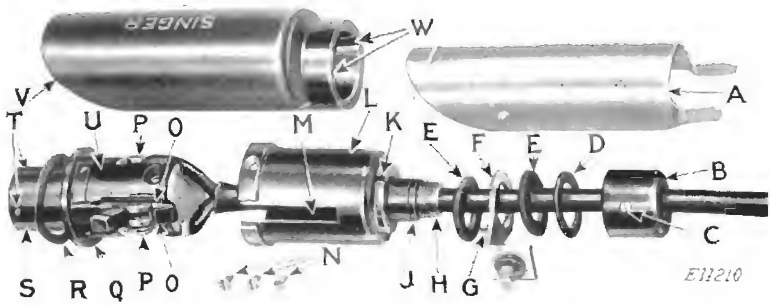

Fig. 21. Showing Screw Connections of Singerlight (Machine 201-3)
the reflector (A, Fig. 21) from the Singerlight shade (V). Turn the shade until the pins (T) on the Singerlight lamp socket (S) reach the slots (W) on the inside of Singerlight shade base, and draw the shade from the lamp socket. Loosen screw (C) in Singerlight nipple cap (B), and unscrew the nipple cap. Draw the nipple cap (B) along the leads and away from the Singerlight shell (L) as shown in Fig. 21. Remove the three screws (N) which fasten the shell (L) to the lamp socket body (U), and draw the shell (L), fibre washer (D), Singerlight bracket (F) and the two felt washers (E) along the leads and away from the lamp socket body (U) as shown in Fig. 21.
Note that the spreader, shown in Fig. 21 at the base of Singerlight body (U), is provided with four notches—two round bottomed notches and two V-notches. The two round bottomed notches are for the Singerlight leads, while the two V-notches are for the two positioning ribs on the inside of shell (L). One side of this spreader—the side which is placed against the lamp socket body (U) as shown in Fig. 21—is marked by a line which connects the two leads notches. When replacing this spreader, be sure to place the leads in the round bottomed notches and have the marked side of the spreader against the lamp socket body (U) as shown in Fig. 21.
When reassembling, push the shell (L) tight against the flange (Q) of the lamp socket body (U) and with the slot (M) engaged by the grooves (O) in the cover plate. Insert and tighten the three screws (N). Put the felt washers, bracket and fibre washer on the screw nipple bushing (J) and against the base of the shell (L) in the following order and as indicated in Fig. 21:
Before replacing the Singerlight shade (V, Fig. 21) and reflector (A), be sure to have the spring washer (R) on the lamp socket (S), as shown in Fig. 21.